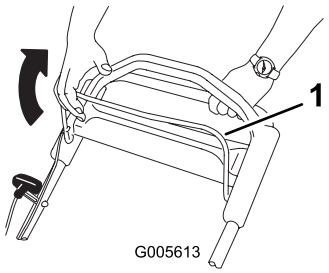

Figura 17
2. Mantenha a barra de controlo da lâmina encostada ao manípulo (Figura 17).